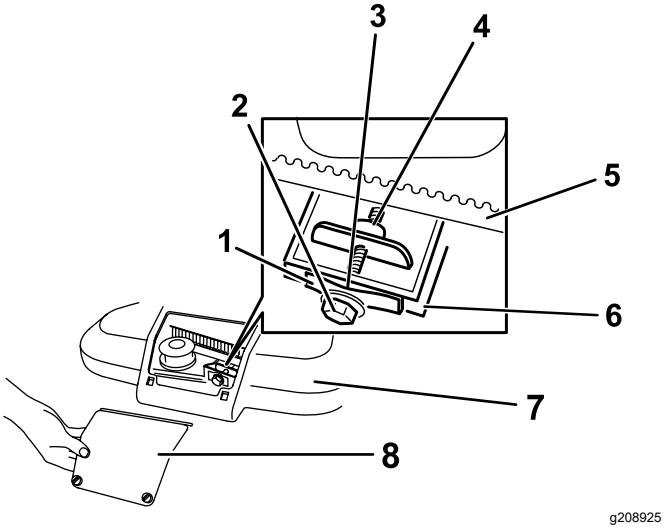

Figura 28
1. Afloje los 2 tornillos del panel de acceso a la cubierta de la correa y retire el panel (Figura 28).
Nota: Si hay un espacio visible entre la galga y el muelle, apriete el perno de ajuste y la contratuerca hasta que la galga apenas pueda deslizarse libremente por el espacio (Figura 28).